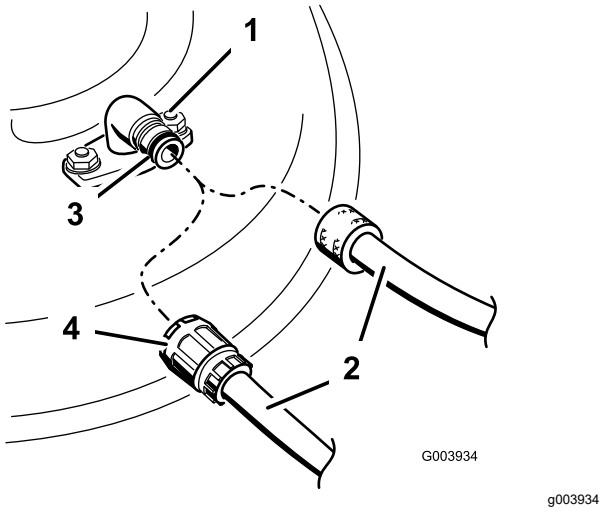

Figura 21
4. Conecte una manguera al conector de lavado, y abra el grifo al máximo (Figura 21).